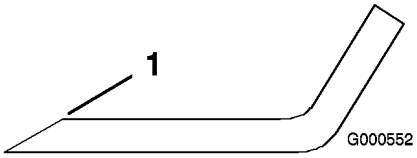
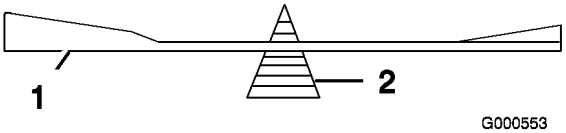

Figure 39
Figure 40
1. Au moyen d'une lime, aiguisez les tranchants aux deux extrémités de la lame (Figure 39) en veillant à conserver l'angle de coupe d'origine. Limez la même quantité de métal sur chacun des deux tranchants pour ne pas déséquilibrer la lame.
2. Vérifiez l'équilibre de la lame en la plaçant sur un équilibreur (Figure 40). Si la lame reste horizontale, elle est équilibrée et peut être utilisée. Si la lame est déséquilibrée, limez un peu l'extrémité de la partie incurvée seulement (Figure 39). Répétez la procédure jusqu'à ce que la lame soit équilibrée.